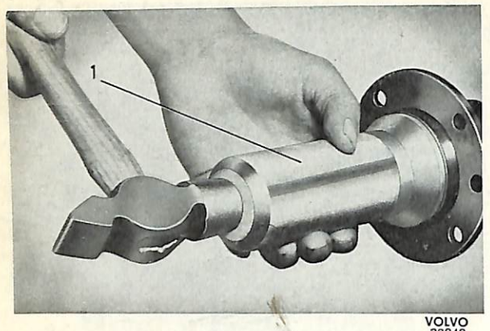

Bild 15. Montering av lagerring
4. Packa in lagret med ett högklassigt helfyllnadsfett. Efter montering skall hela utrymmet mellan tätningsringarna vara fyllt med fett. För in drivaxeln i bakaxelkåpan. Driv in lagrets ytterring med monteringshylsa SVO 2205, se bild 15.